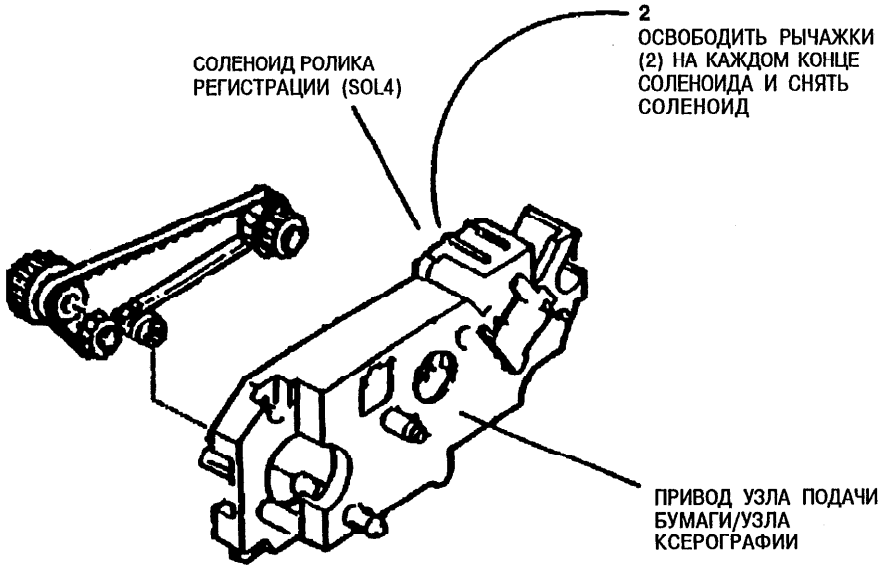

Рис. 1. Снятие соленоида ролика регистрации (SOL4)
2. (Рис. 1): Соленоид ролика регистрации легко снимается, освободив два рычажка сзади привода.